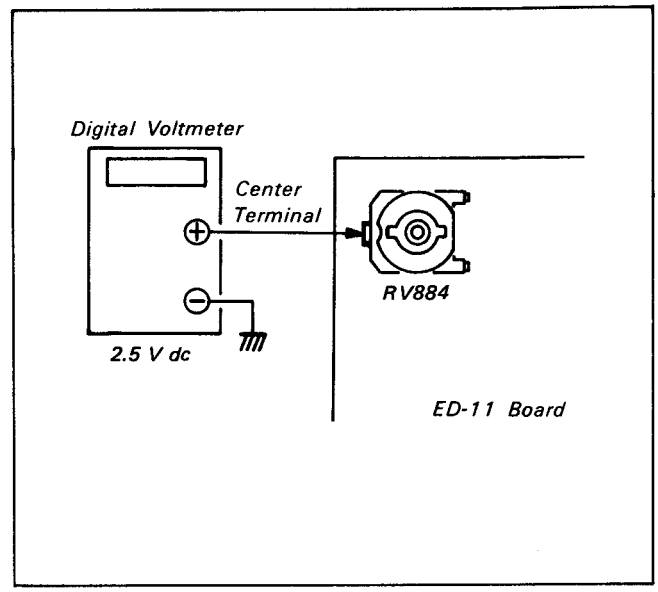

Fig. 1-34
1) By turning RV884 on ED-11 Board, adjust the center terminal level at 2.5V DC (see Fig. 1-34).